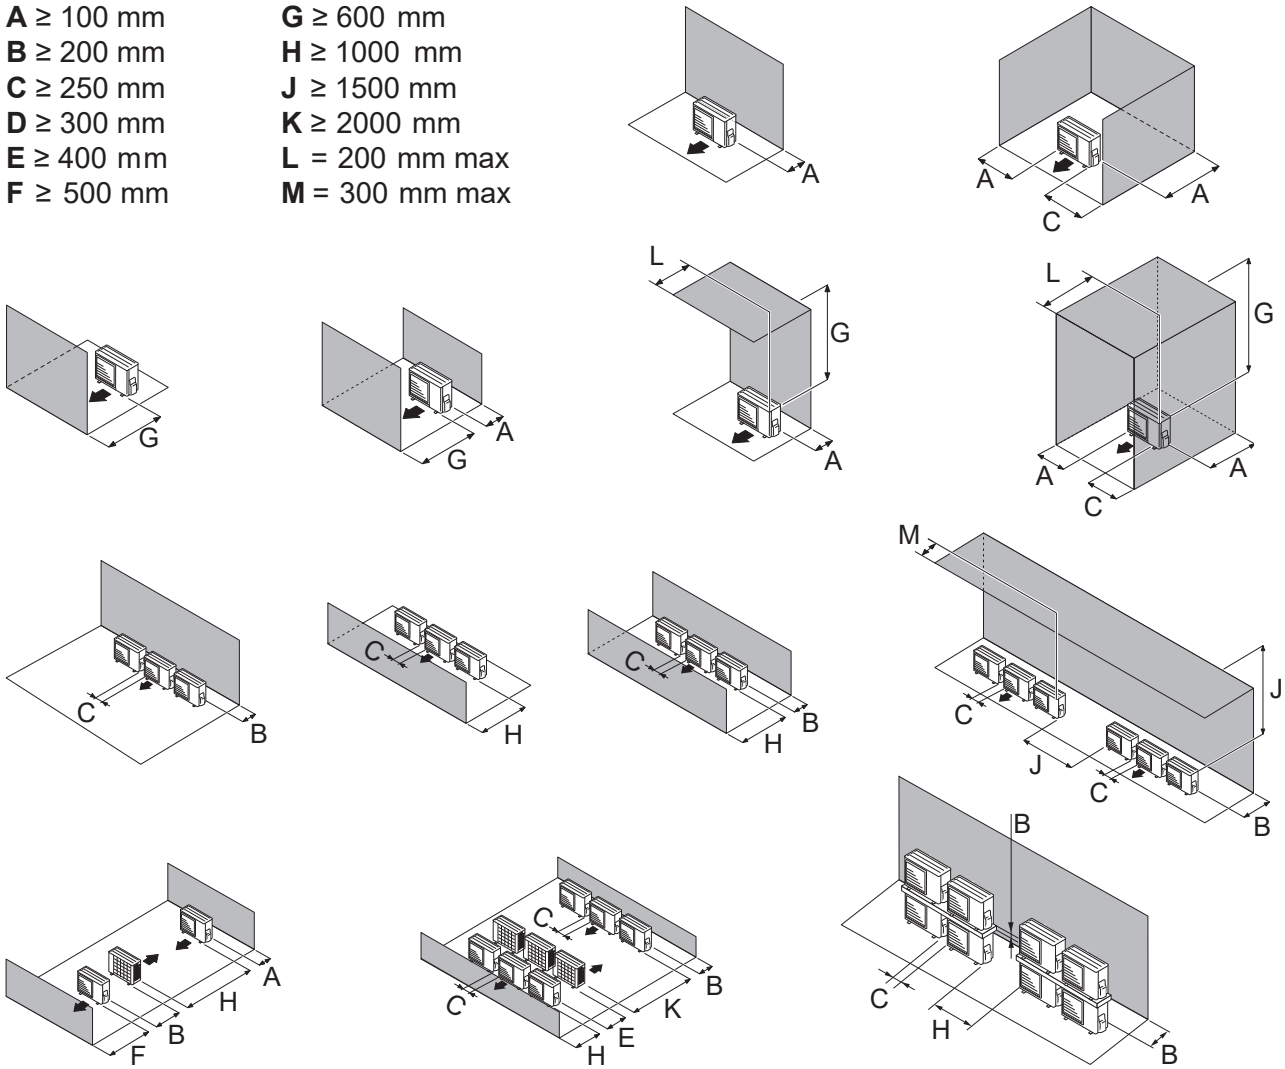
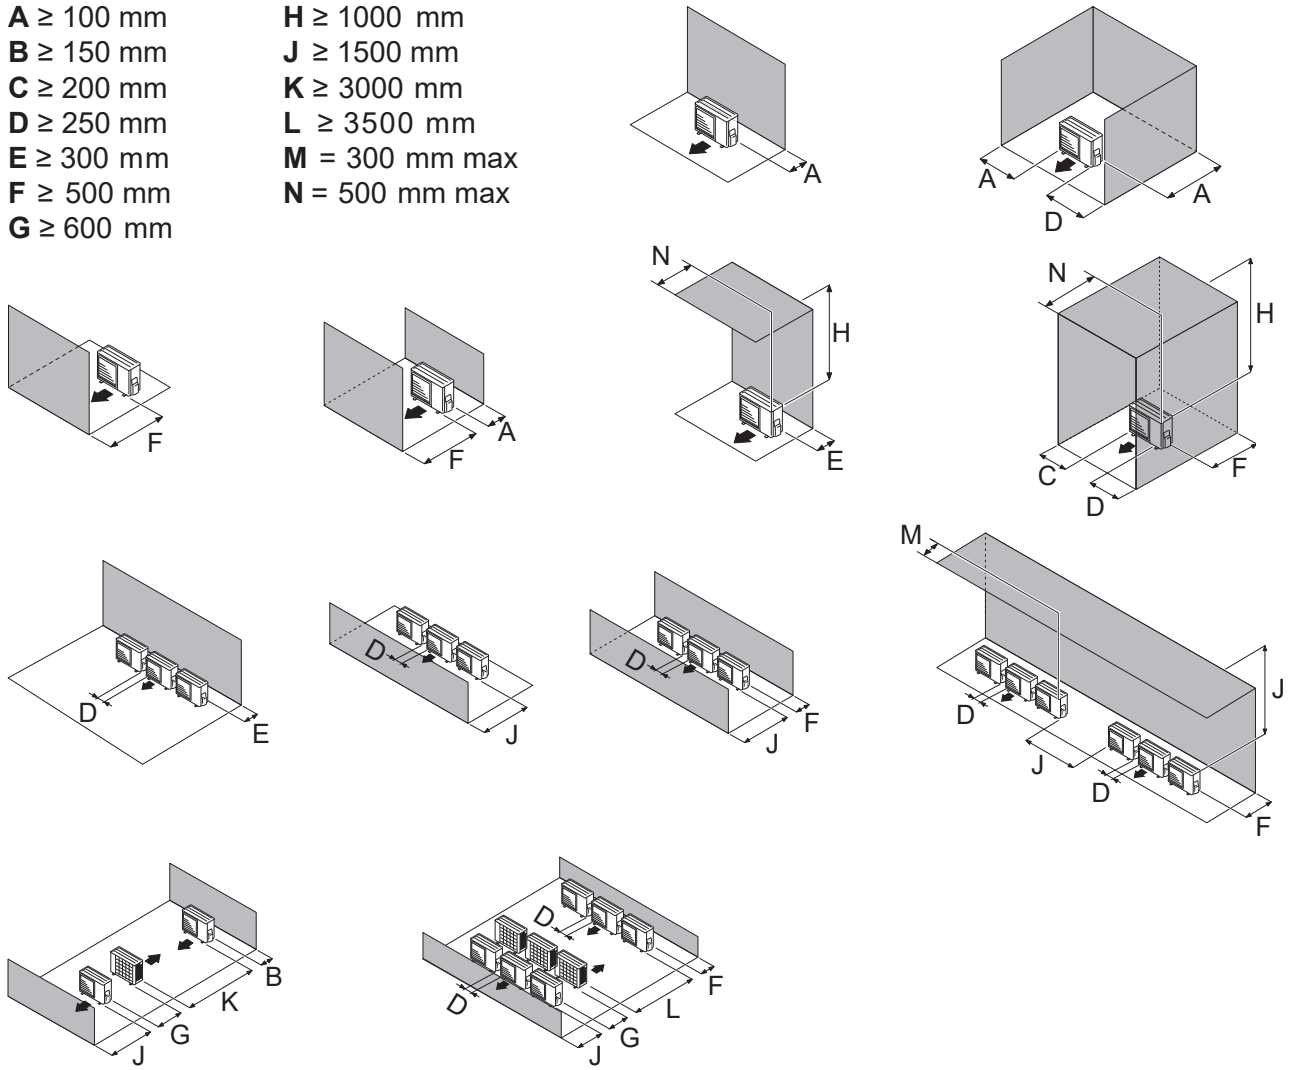

fig. 16 - Minimum installation clearances around the outdoor unit (model 5, 6 & 8)
fig. 17 - Minimum installation clearances around the outdoor unit (model 10)
- The unit must be easily accessible for future installation and maintenance work (*fig. 16 and fig. 17, page 18*).
- Nothing should obstruct the air circulation through the evaporator and out from the fan (*fig. 16 and fig. 17, page 18*).